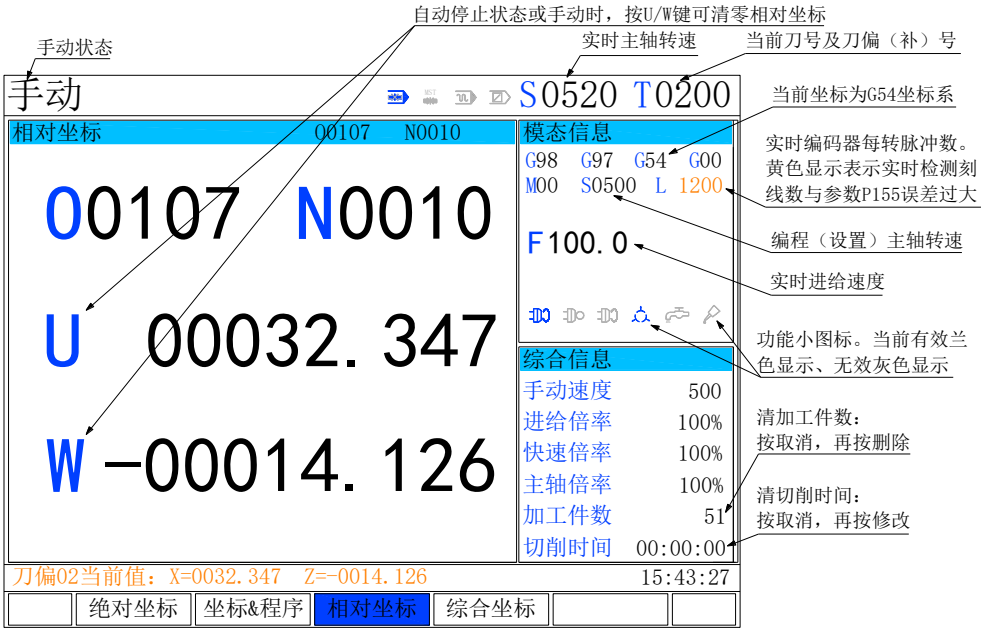

图 7.2-9
10、按地址键 I ，X 向刀具偏置值被设置到相应的偏置号中；按地址键 K，Z 向刀具偏置值被设置到相应的偏置号中，如图 7.2-9；(**注：如果按地址键 U 、 W ，会将当前 X、Z 轴的相对坐标值累加到当前偏置号的 X、Z 向刀具偏置值上，切记！切记!!!**）。